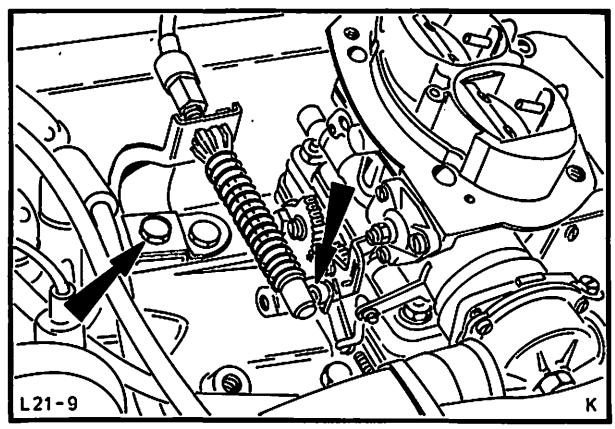

Abb. 205 Gaszug aushängen „C"-Motor
4. Gaszug am Gasgestänge aushängen und Halter abschrauben, Abb. 205.